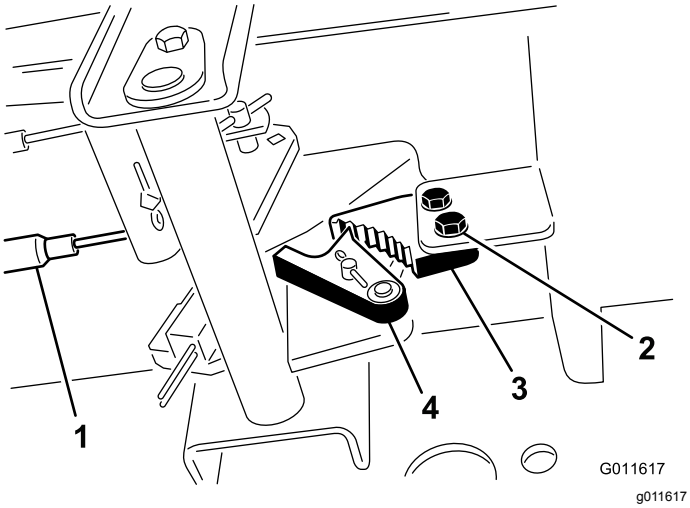

Figuur 96
1. Draai de 2 schroeven los waarmee de pal van de parkeerrem is bevestigd aan het frame (Figuur 96).
2. Trap het pedaal van het parkeerrem naar voren totdat de remvergrendeling de rempal geheel vastgrijpt (Figuur 96).